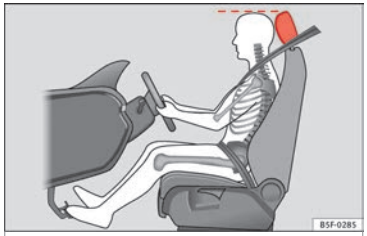

Fig. 84 Posición correcta del apoyacabezas del conductor. »
– Ajuste el apoyacabezas de modo que el borde superior del mismo quede a la altura de la parte superior de su cabeza ››› **fig. 84**.